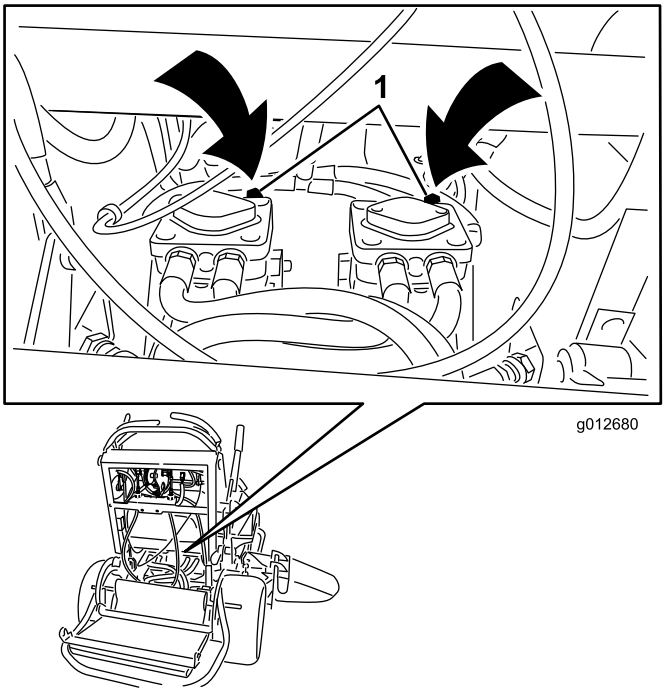

**Figuur 25**
3. Open de omloopventielen op beide pompen door deze 1 tot 2 slagen linksom te draaien (Figuur 25).